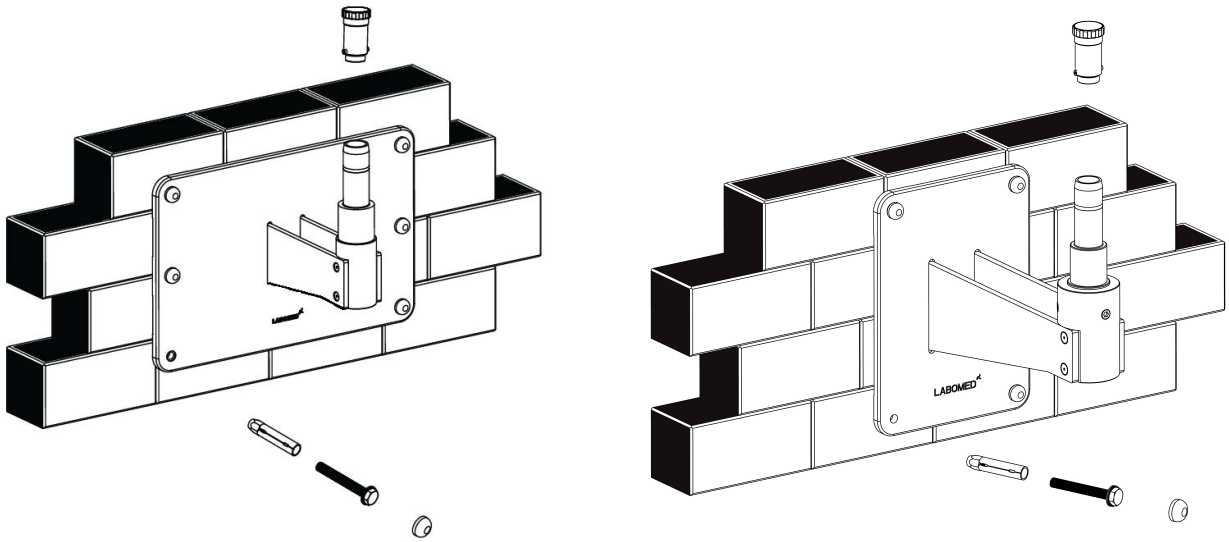

Fig. 23
3. **Assemble the Arm on wall mount shaft referring fig.23 and reinstall the threaded plug into place.**